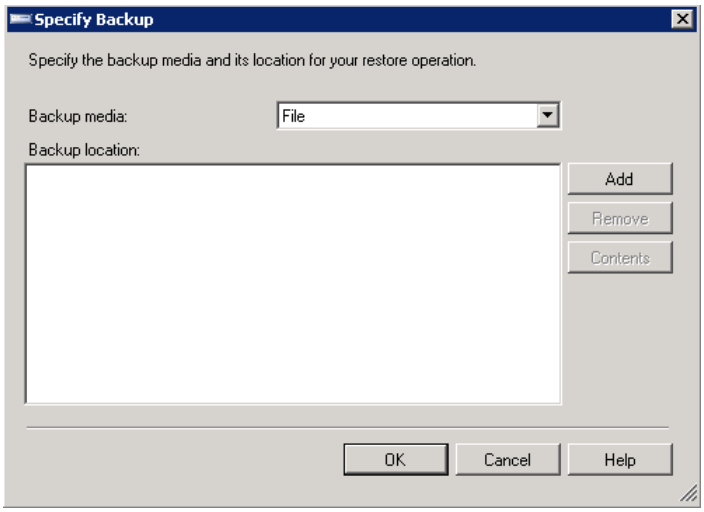

Figure 2-42 Specify Backup
5. Select the *From device* radio button, then click the … button to open the *Specify Backup* dialog box (Figure 2-42).